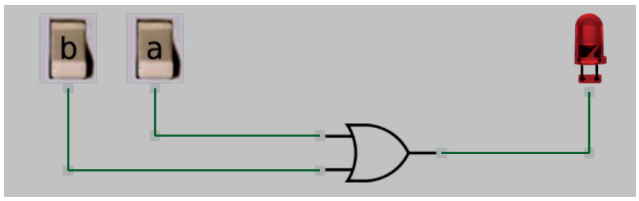

Figura 3.47 – Simulação da porta OU no Atanua.
27. Utilizando o software de simulação Atanua, simule a porta OU, conforme a figura 3.47.